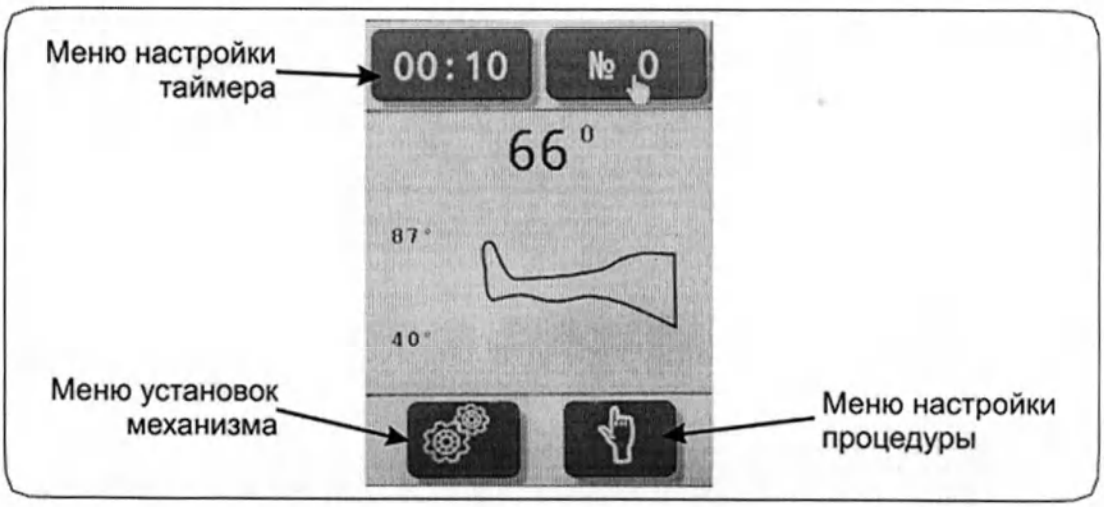

Рисунок 7.4 – Дисплей режима готовности
7.2 Дисплей режима готовности (см. рис. 7.4):
После однократного нажатия любой кнопки Аппарат перейдет в режим «Пауза», о чем сообщит мигающая в зоне С пульта управления иконка ▯▯. В данном режиме дисплей переходит в состояние выбора меню (см. рис. 7.4): иконки панели становятся активными и появляется возможность оперативно изменить (скорректировать) режим работы аппарата.
Задание амплитуды движения (углов сгибания / разгибания) Амплитуда движения - это рабочий диапазон, внутри которого происходит движение исполнительных механизмов каждого двигателя. Настраиваются крайние положения. Минимальные и максимальные значения индивидуальны для каждого пациента и режима работы. Шаг настройки - 1°. Настройка амплитуды может осуществляться двумя способами: **1. Аппарат находится в стационарном состоянии. пользователь знает требуемый диапазон.** 1.1.Для задания амплитуды движения необходимо зайти в меню установок мотора (рис.7.4). 1.2. С помощью кнопок ⊕, ⊖ перевести курсор на символ ⤒ и нажать кнопку OK (рис. 7.5). Задать требуемое верхнее значение диапазона для мотора (для увеличения угла нажмите кнопку ⊕, для уменьшения - ⊖).
1.3. Нажать кнопку OK для подтверждения заданного значения и выхода из меню задания верхнего значения диапазона. 1.4. С помощью кнопок +, − перевести курсор на символ и нажать кнопку OK (рис. 7.5). Задать требуемое нижнее значение диапазона для мотора. 1.5. Нажать кнопку OK для подтверждения заданного значения и выхода из меню задания нижнего значения диапазона. 1.6. С помощью кнопок +, − перевести курсор на символ ✕, нажать на кнопку OK и выйти из меню настроек мотора. **2. Первичная настройка под пациента, выбор допустимых углов (активный поиск угла).** Задание угла осуществляется последовательным движением в выбранную точку. **⚠ ВНИМАНИЕ! Для первичной настройки под пациента необходимо пациента разместить на аппарате и выполнить подстройку в соответствии с разделами настоящего руководства.** Для задания амплитуды движения необходимо: 2.1. Зайти в меню установок мотора (рис.7.4). 2.2. С помощью кнопок +, − перевести курсор на символ и нажать кнопку OK (рис. 8.5). Одновременно с удержанием кнопки ПУСК, кнопками + или −, выставить верхнее значение диапазона, которое не будет вызывать болевых ощущений в суставе у пациента. 2.3. Нажать кнопку OK для подтверждения заданного значения и выхода из меню задания верхнего значения диапазона. На экране около символа ⤒ появится записанное значение. 2.4. С помощью кнопок +, − перевести курсор на символ ⤓ и нажать кнопку OK (рис. 7.5). Одновременно с удержанием кнопки ПУСК, кнопками + или −, выставить нижнее значение диапазона, которое не будет вызывать болевых ощущений в суставе у пациента. 5.1 Нажать кнопку OK для подтверждения заданного значения и выхода из меню задания нижнего значения диапазона. На экране около символа появится записанное значение. 2.6 С помощью кнопок +, − перевести курсор на символ ✕, нажать на кнопку OK и выйти из меню настроек мотора. **⚠ ВНИМАНИЕ! Установленные значения и фактически измеренный угол могут незначительно отличаться.**